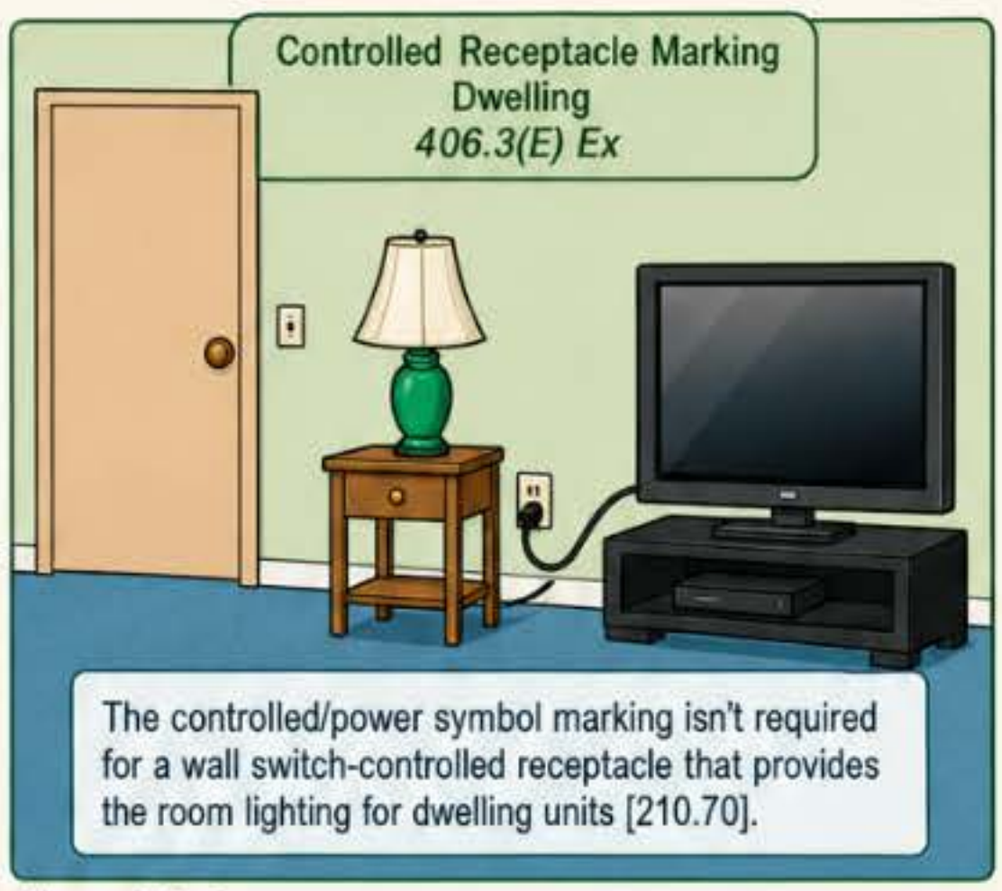

Figure 406–6
(A) Grounding Type. Receptacles installed on 15A and 20A branch circuits must be of the grounding type, except as permitted for 2-wire receptacle replacements as permitted in 406.4(D)(2). ▶ **Figure 406–7**